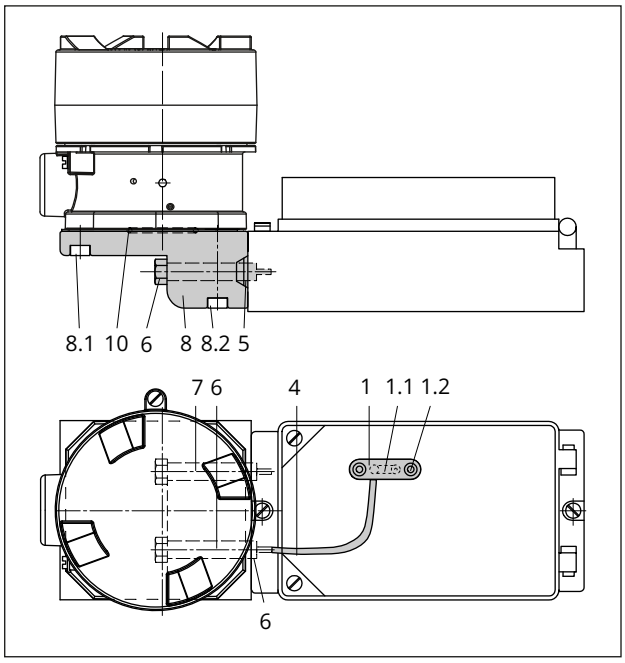
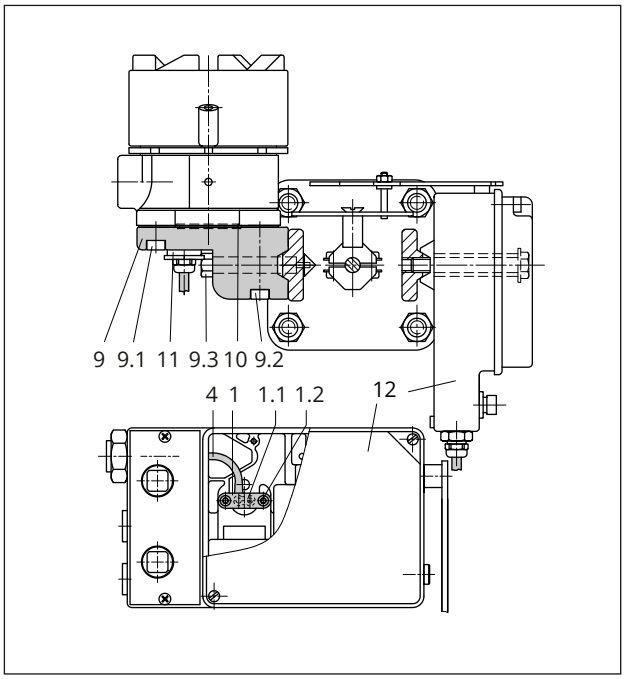
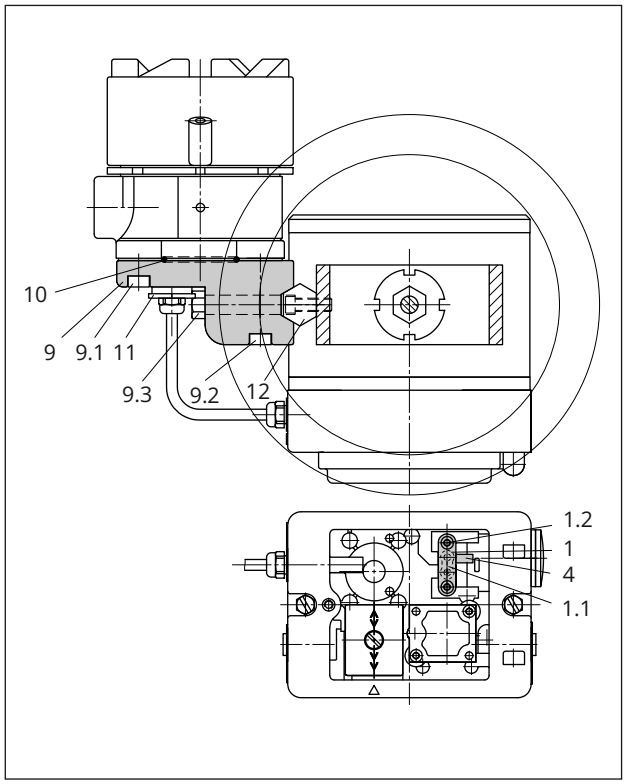

Bild 15: *Direktanbau mit Stellungsregler Typ 3766*
Bild 16: *NAMUR-Anbau an Stellventil mit Stellungsregler Typ 4765*
Bild 17: *Anbau an Mikroventil mit Stellungsregler Typ 3760 · Stellungsregler offen*
Beim Direktanbau mit Stellungsregler Typ 3766-000 (vgl. Bild 15) wird der Anschluss über die Schraube mit Tülle (6) und die Gewindebuchse (5) hergestellt. Die zweite Schraube (7) dient der Entlüftung des Umformers über das Stellungsreglergehäuse. Vor der Montage des Anschlussstücks (8) am Stellungsregler müssen dort der M20-Stopfen und der Anschlussnippel (input signal) entfernt werden.
Bei den Stellungsreglern Typ 4765 und Typ 3760 (vgl. Bild 16 und Bild 17) ist die Gewindebohrung ⅛ NPT des Anschlussstücks (9) mit einer geeigneten Verschraubung zu versehen und diese über eine Rohr- oder Schlauchverbindung mit der dem Eingangsanschluss (Input Signal 27) des Stellungsreglers zu verbinden.
Silikonschlauch (4, vgl. Bild 15 und Bild 16) aufstecken.
Kappe (4, vgl. Bild 17) aufstecken.